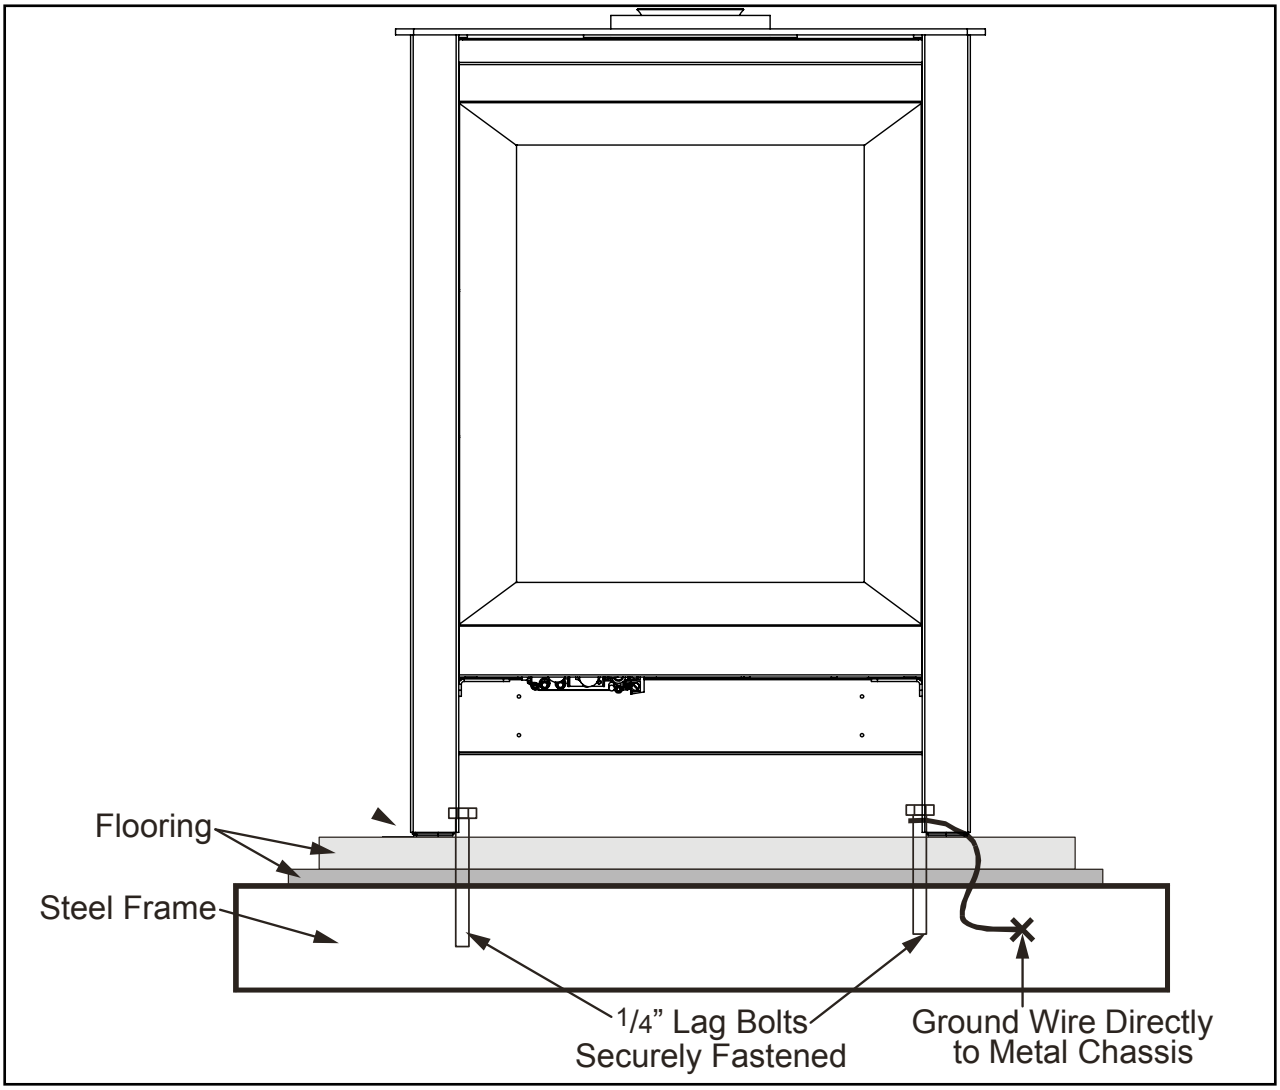

**Figure 24: Correct Mobile Home Installation**
- Using a T20 screwdriver remove the three front screws and three rear screws on each cabinet side panel. Remove the cabinet side panels (see Figure 24)
- Secure the S20 to the floor using the two holes (one per side) in the pedestal and hearth pad (if used) (see Figure 24).